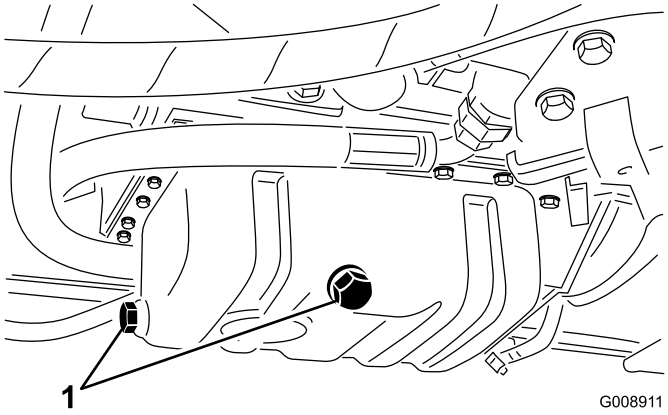

Figuur 49
1. Verwijder de aftapplug (Figuur 49) en laat de olie in een opvangbak lopen.